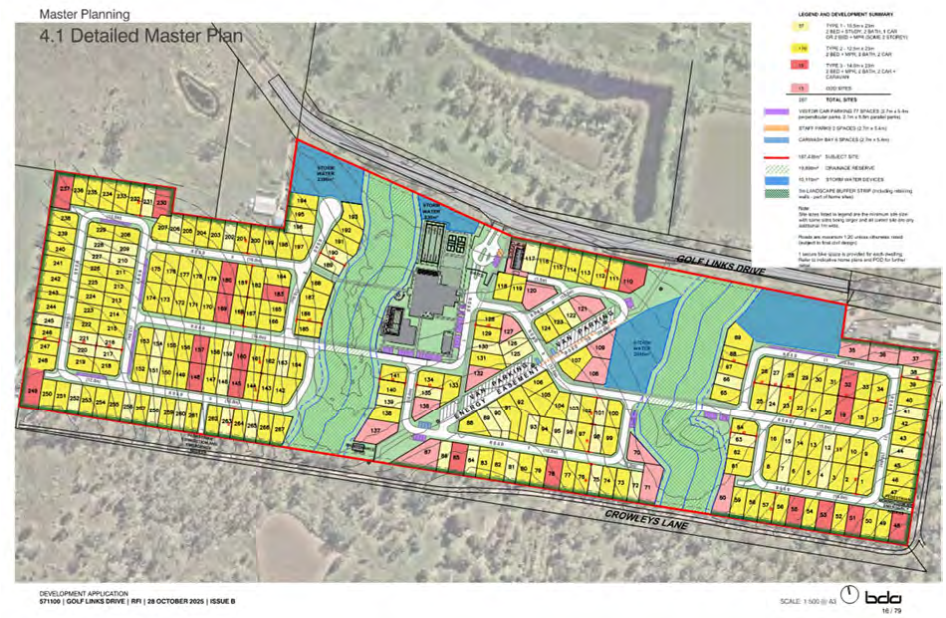

Figure 2.2 Development Layout Plan (BDA Architecture)
The proposed development layout is shown below in Figure 2.2, and on the Development Layout Plan prepared by BDA Architecture which is included within Appendix B. For the complete architectural package please refer to the architectural plans done by BDA Architecture - 571100_Development Application RFI (LR)_2025-10-28.